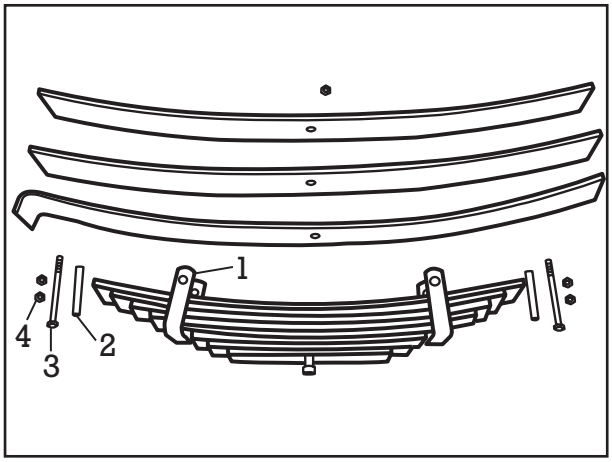

Рис. 3
(8) Насадить скобы рессор (рис. 3/1) на листы рессор и вложить дистанционную втулку (рис. 3/2).
(9) Вставить болты с шестигранной головкой (рис. 3/3). Навинтить гайку (рис. 3/4), затянуть ее предписанным моментом затяжки в 66 Нм и застопорить ее контргайкой.